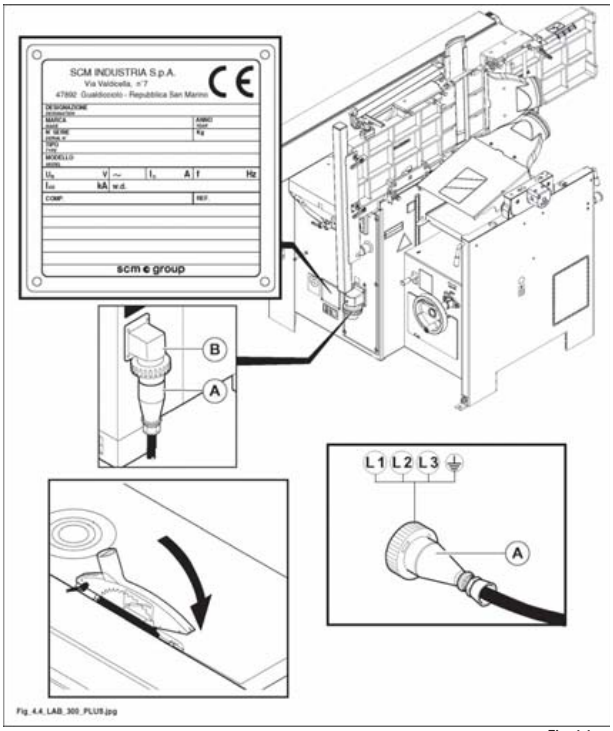

Fig. 4.4
- predisporre il cavo di alimentazione in prossimità della presa (A fig. 4.4) in dotazione;
- connettere la presa (A fig. 4.4) alla spina (B fig. 4.4).